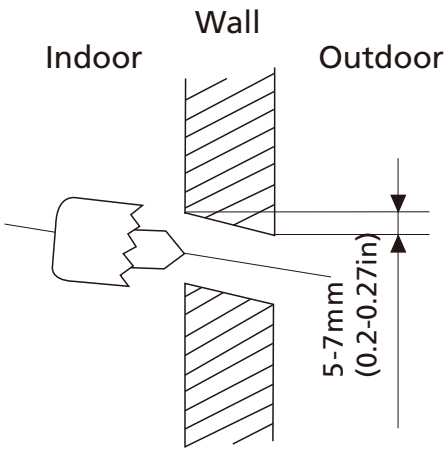

Fig. 3.2
2. Using a 65mm (2.5in) or 90mm(3.54in) (depending on models)core drill, drill a hole in the wall. Make sure that the hole is drilled at a slight downward angle, so that the outdoor end of the hole is lower than the indoor end by about 5mm to 7mm (0.2-0.27in). This will ensure proper water drainage. (See **Fig. 3.2**)